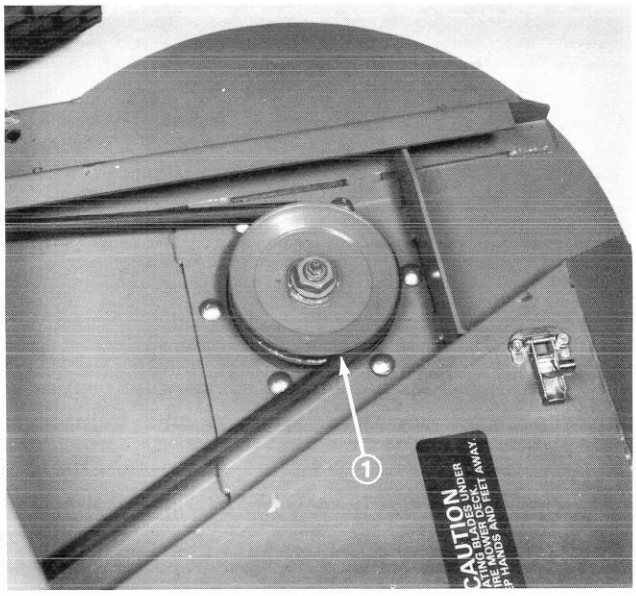

Figure 46
5. Remove six carriage bolts and flange nuts holding spindle housing assembly against cutting unit (Fig. 46). Slide spindle housing assembly out bottom of cutting unit. Note position of any spindle shims.